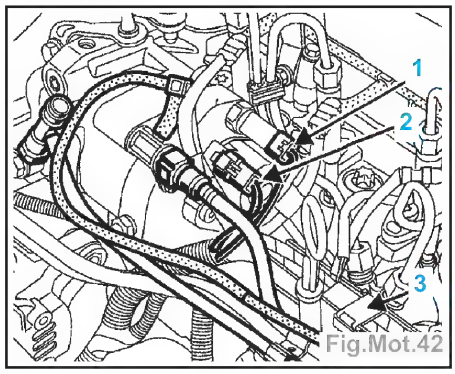

Fig.Mot.42
• le capteur de température carburant (1) (Fig.Mot.42),
• le connecteur du régulateur de débit basse pression (2).